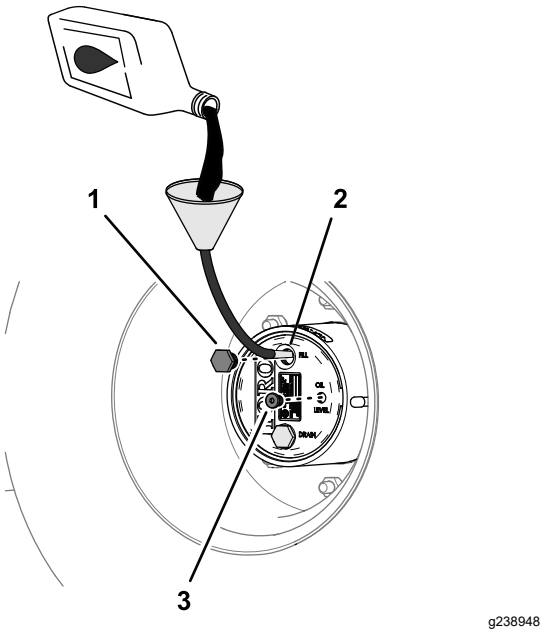

Figur 93
4. Om smörjmedelsnivån är låg ska du ta bort påfyllningspluggen och fylla på med det angivna smörjmedlet tills smörjmedlet rinner ut ur kontrollpluggshålet (Figur 93). Se Smörjmedelsspecifikation för planetväxeln (sida 67).
6. Sätt tillbaka påfyllningspluggen och kontrollpluggen (Figur 93).
1. Häll försiktigt det angivna växelsmörjmedlet i påfyllningsplugghålet. Se Figur 93 i Kontrollera planetväxelsmörjmedlet (sida 67).
3. Sätt tillbaka påfyllningspluggen och kontrollpluggen. Se Figur 93 i Kontrollera planetväxelsmörjmedlet (sida 67).